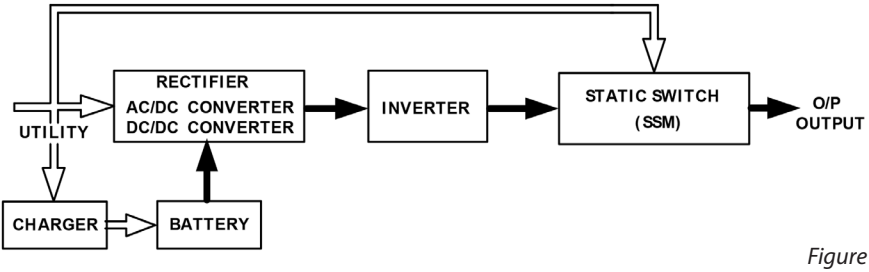

*Figure 5.3*
3. During a utility outage the UPS will work as illustrated in Figure 5.3. When the batteries are low the buzzer will beep continuously until the batteries are completely cut off. The low-battery protection of the UPS will cut off the battery supply at a preset threshold to avoid over-draining the batteries.